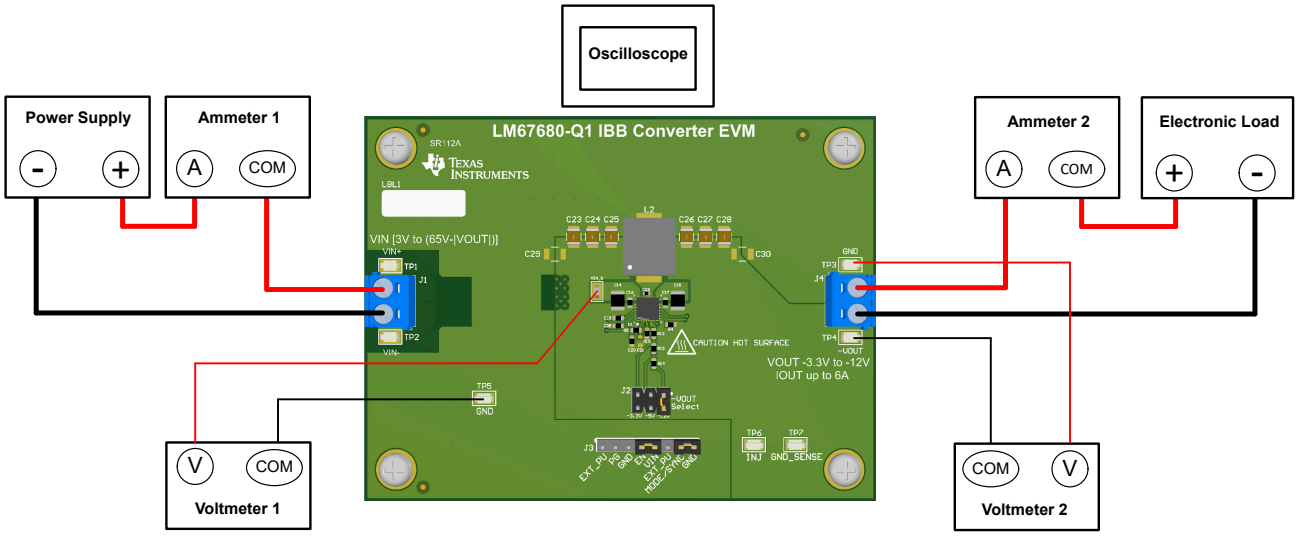

図 2-1. EVM テスト設定
表 2-1 に示す EVM の接続を参照し、図 2-1 では LM67680-Q1 を評価するための推奨テスト セットアップを示しています。ESD 保護された作業環境で作業し、EVM を取り扱ったり電源を投入したりする前に、リスト ストラップ、ブート ストラップ、またはマットが確実に接続され、使用者がアースにグランドされていることを確認してください。
- DC 入力電源を接続する前に、入力電源の電流制限を 0.1A に設定します。入力ソースが最初は 0V に設定され、図 2-1 に示すように VIN+ および VIN- 接続ポイントに接続されていることを確認します。
- 図 2-1 に示すように、電子負荷を GND および –VOUT 接続に接続します。入力電圧を印加する前に、負荷を 0A に定抵抗モードまたは定電流モードに設定します。